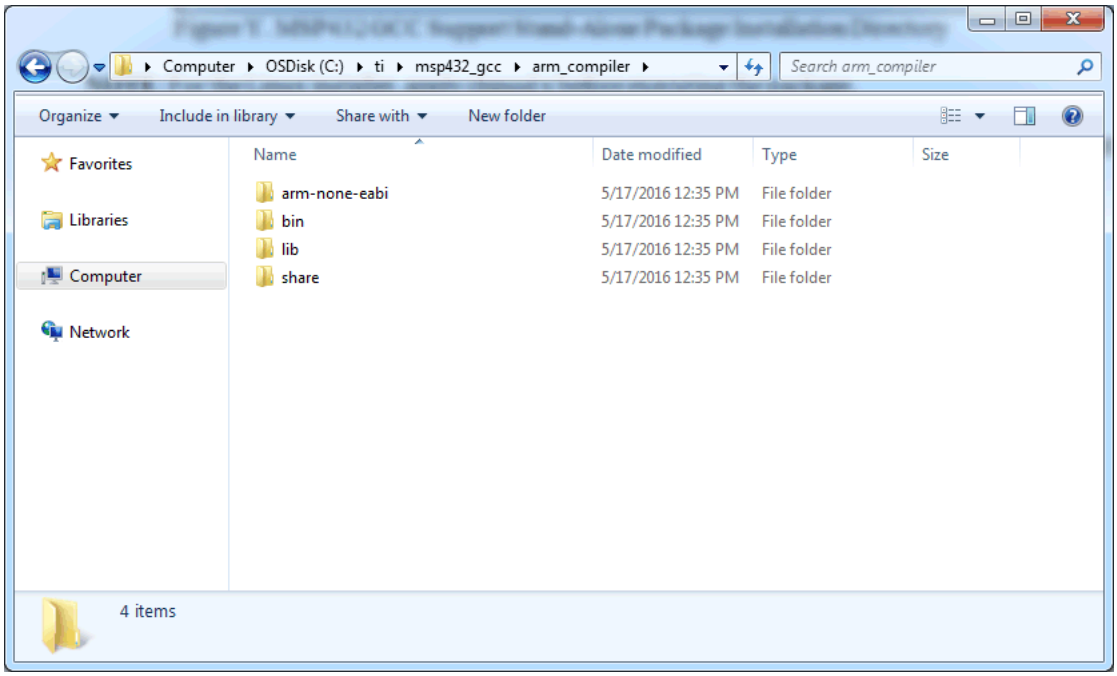

Figure 3. GCC ARM Embedded Installation Directory
3. Download the GCC ARM Embedded package and extract the archive in the MSP432 software GCC Support package (see Figure 3). The default folder is c:\ti\msp432_gcc\arm_compiler.